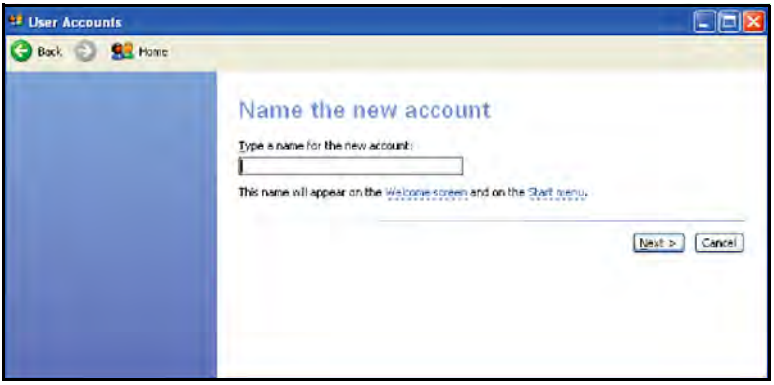

Рис. 110: Присвоение имени учетной записи
3. Выберите имя для новой учетной записи (*Рис. 110* ниже). Данное имя будет идентифицировать оператора при выполнении всех заданий по контролю и храниться вместе со всеми действиями пользователя в USM Vision+.